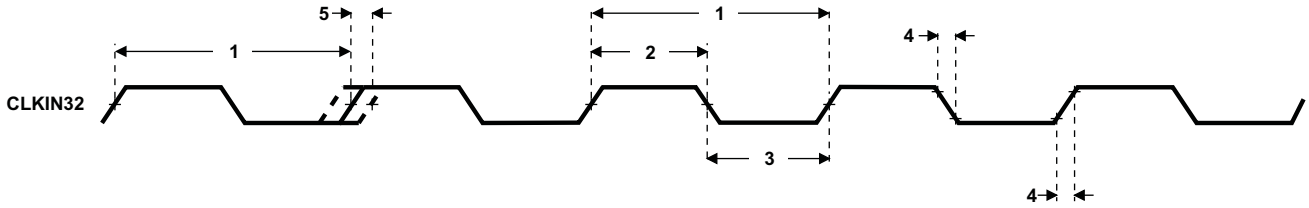

Figure 7-14. CLKIN32 Timing
Table 7-17. Timing Requirements for CLKIN32 (1)(2) (see Figure 7-14)